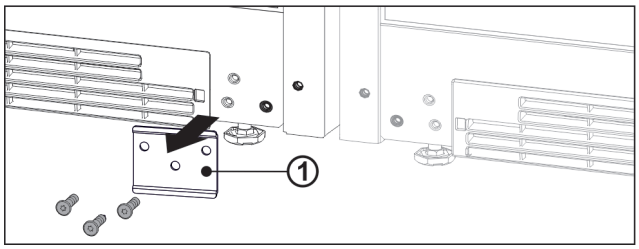

Fig. 14
- ▶ Pokud je nainstalován plech *Fig. 14 (1)*, odšroubujte jej.